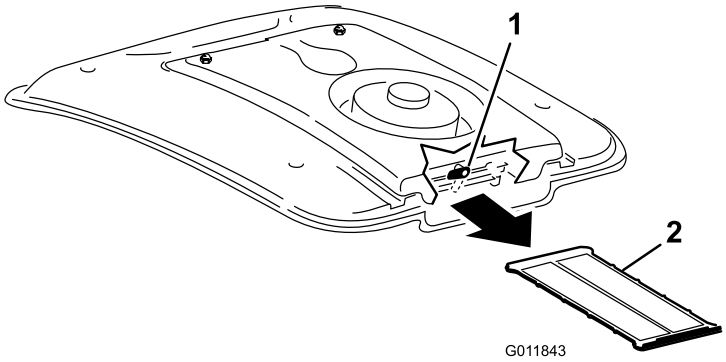

Figur 74
2. På baksiden av viftemonteringen, roter låsen til siden (Figur 74).
3. Før klimaanleggsskjermen ut fra under klimaanleggsspolen (Figur 74).
4. Rengjør skjermen grundig med trykkluft (Figur 74).